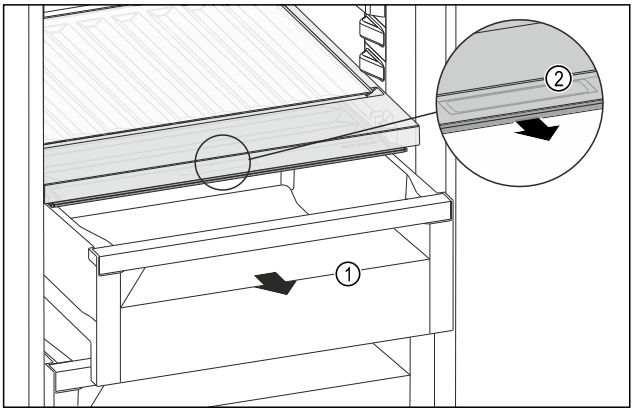

Fig. 193
▶ Retirer le tiroir *Fig. 193 (1)*.
▶ Saisir la poignée encastrée *Fig. 193 (2)* du couvercle du compartiment et tirer le couvercle du compartiment par l'avant.